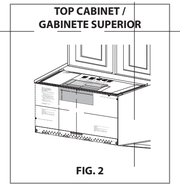

FIG. 2
- Tape the top cabinet template to the underside of the top cabinet in the recess area. (see **Fig. 2** and **3**)
- Pegue la plantilla del gabinete superior en la parte inferior del gabinete superior, en la zona de empotrar. (Consulte la **Fig. 2** y **3**)